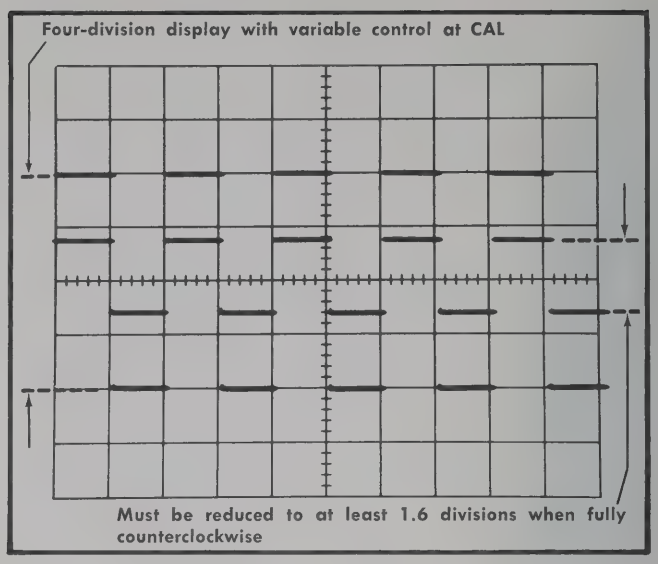

Fig. 5-3. Typical CRT display showing correct VARIABLE VOLTS/DIV control range (double exposure).
b. CHECK—Turn the Channel 2 VARIABLE VOLTS/DIV control fully counterclockwise. Display should be reduced to 1.6 divisions or less (reduction in amplitude by a factor of at least 2.5:1; see Fig. 5-3). Channel 2 UNCAL light must be on when VARIABLE control is not in CAL position.
e. CHECK—TURN the Channel 1 VARIABLE VOLTS/DIV control fully counterclockwise. Display should be reduced to 1.6 divisions or less (reduction in amplitude by a factor of at least 2.5:1; see Fig. 5-3). Channel 1 UNCAL light must be on when VARIABLE control is not in CAL position.